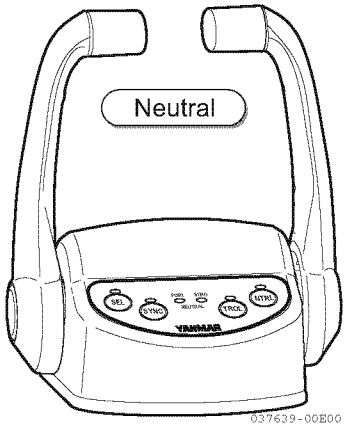
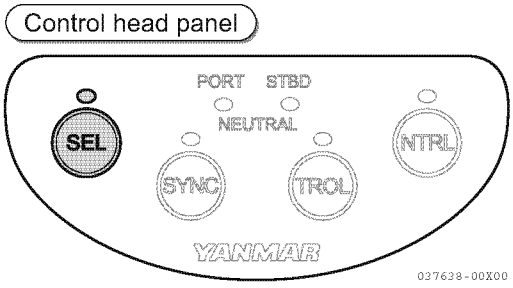

Figur 2
Figur 3
- Bryterpanellampen tennes og styreposisjonens (**Figur 2**) SEL-lampe (**Figur 3**) vil tennes eller blinke.